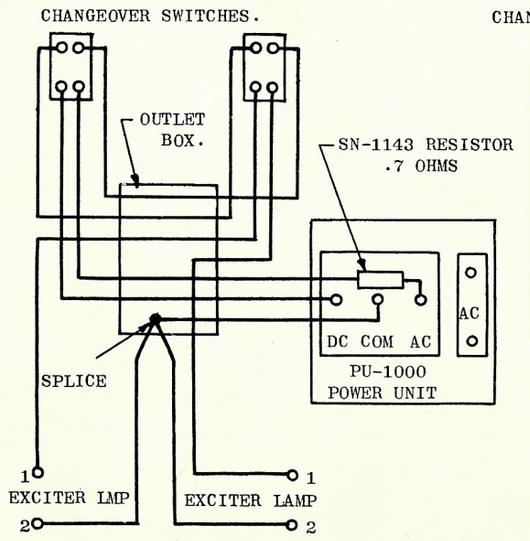
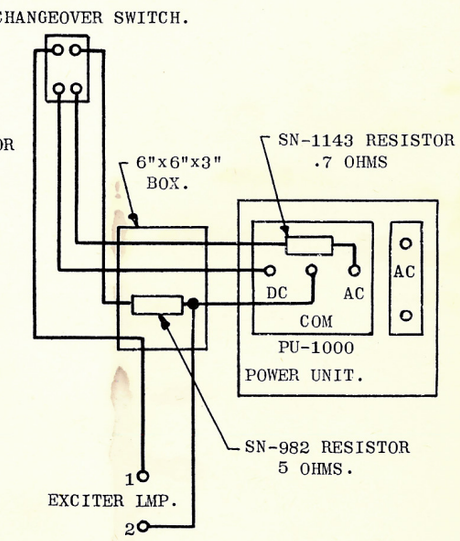
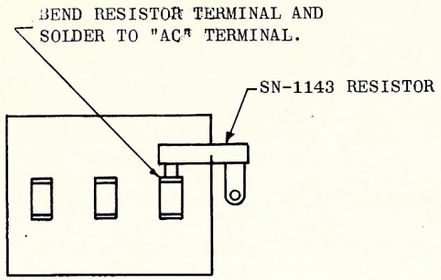

FIGURE 1. DUAL PROJECTORS
FIGURE 2. SINGLE PROJECTOR
FIGURE 3.
B. Connect AC conduit to the AM-2033. If convenient this conduit may terminate at item 9 (AC switch) on WD-155, and be wired so that the switch controls the AC supply to the AM-142 and PU-1000.
C. In dual projector systems mount a 4" outlet box on the front wall in place of item "E" on WD-155. In single projector systems mount a 6" x 6" x 3" box, supplied by the customer, in place of item "E" on WD-155, and install the SN-982 Resistor (60 watts 5 ohms) in it. Run a 1/2" conduit from this box to the AM-2033. Omit conduit 5 from item "E" to item 9.
D. Pull wires, install PU-1000 Power Unit per paragraph "E" below and connect the exciter lamp circuit per Figure 1 or Figure 2. Other system wiring is the same as shown on WD-157.
E. Install the PU-1000 Power Unit in the AM-2033 Cabinet per Equipment Instruction "AM-2033 Cabinet", connect the SN 1143 Resistor (10 watts 0.7 ohms) per Figure 3. This resistor reduces the "preheat" voltage on the "OFF" exciter lamp. Make external connections per Figure 1 or Figure 2.